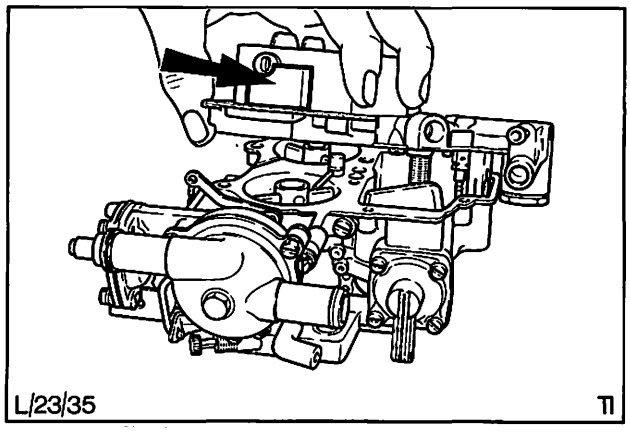

Abb. 60 Vergaserdeckel abbauen
3. Schrauben (6) am Vergaserdeckel entfernen und Vergaserdeckel abheben, Abb. 60.